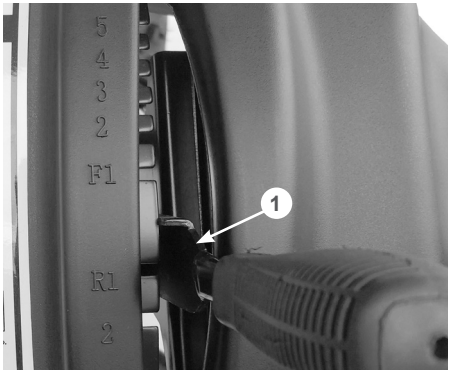

Рис. 17 Установка рычага в нейтральное положение
- установите фиксатор 1 рычага переключения передач точно посередине между положениями F1 и R1 на панели управления (между положениями первой передней и первой задней передач) (Рис. 17);